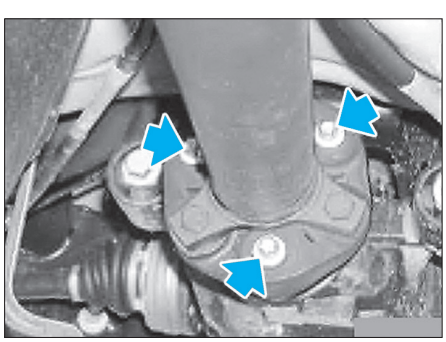

Fig. 2
- les vis du flector arrière (côté pont) **(Fig.2)**.